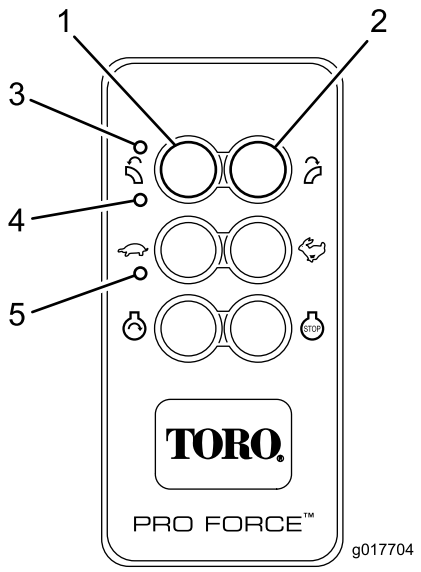

**Figuur 15**
U kunt de afstandbediening activeren (inschakelen) door op om het even welke knop te drukken. Knipperende TX- en RX-leds wijzen erop dat de afstandbediening actief is en in communicatie staat met de basiseenheid. Om de batterij te sparen blijft de afstandbediening ongeveer drie (3) seconden actief voordat ze automatisch uitgeschakeld wordt, tenzij u binnen de drie seconden op een knop drukt. Als er een time-out van de eenheid optreedt en deze wordt uitgeschakeld, doven alle ledlampjes van de afstandbediening (Figuur 15). Druk op om het even welke knop om de afstandbediening opnieuw in te schakelen.